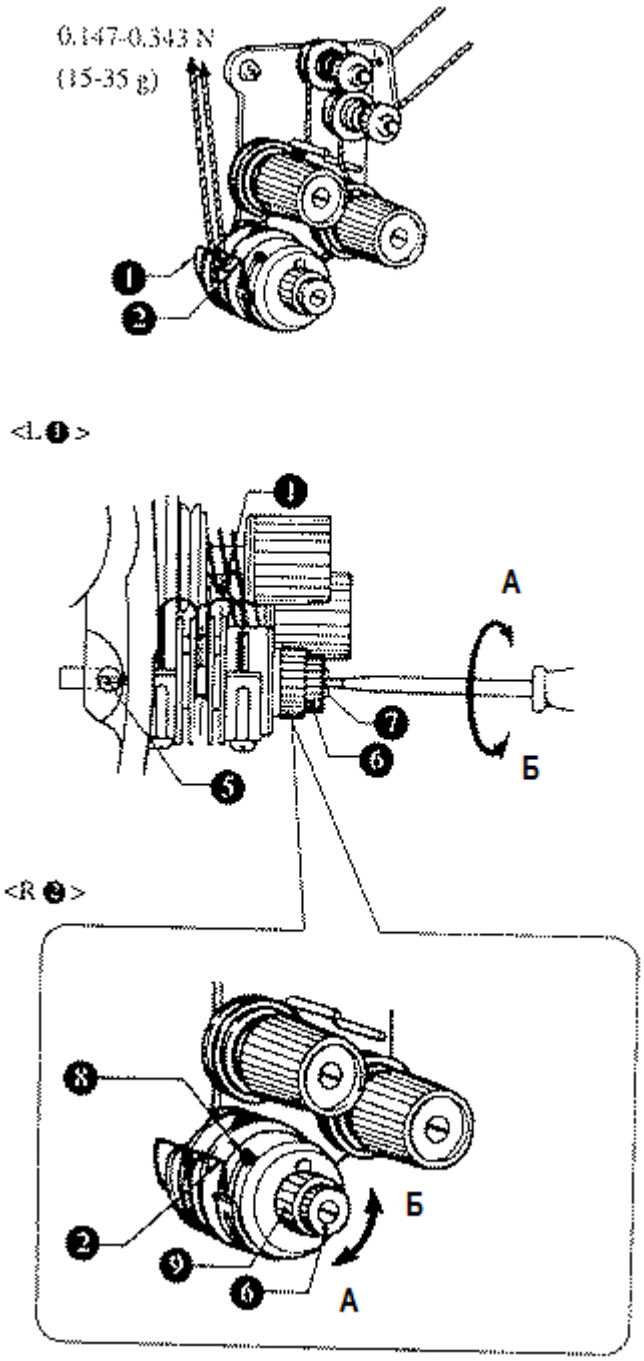

рис.32
20. Регулировка натяжения компенсаторной пружины (Рис.32, 33, 34)